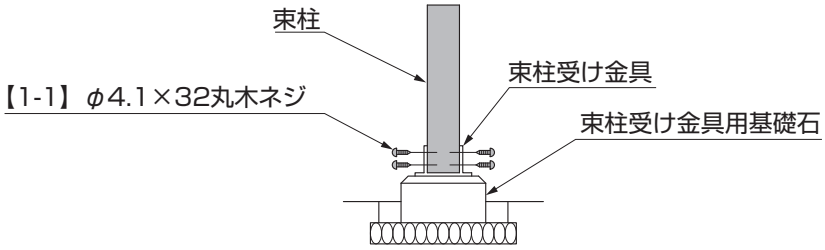

図1-6
①束柱受け金具を埋込んだ基礎石に束柱を建てて、【1-1】で固定してください。（図1-6参照）